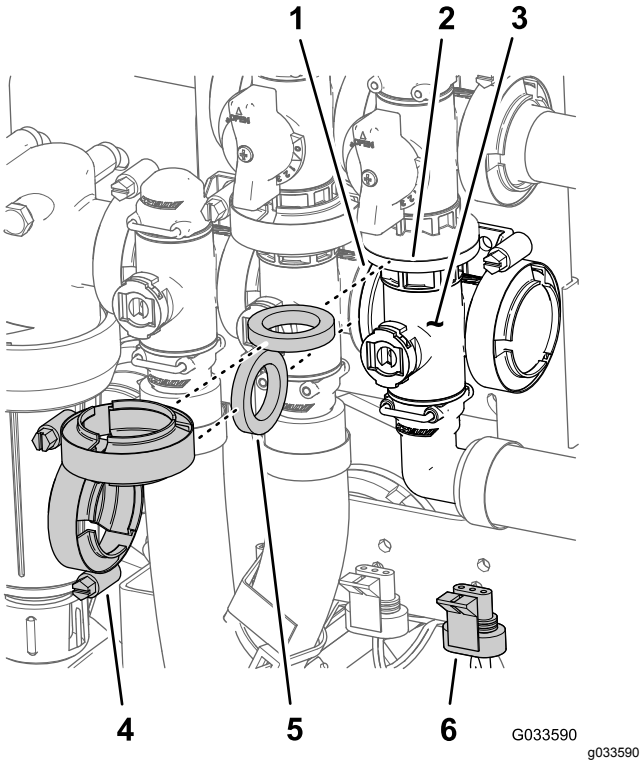

Figuur 126
1. Lijn de flens van de verdeler van de hoofdklep van de spuitboom uit met een pakking en de flens van de omloopklep van de spuitboomhoofdschakelaar (Figuur 126).
2. Monteer de verdeler van de hoofdklep van de spuitboom, de pakking en de omloopklep van de spuitboomhoofdschakelaar met een handvast aangedraaide flensklem (Figuur 126).
3. Lijn de flens van de verdeler van de hoofdklep van de spuitboom uit met een pakking en de mengklepverdeler (Figuur 126).
4. Monteer de verdeler voor de hoofdklep van de spuitboom, de pakking en de mengklepverdeler met een flensklem en draai handmatig vast (Figuur 126).
7. Monteer de mengklep aan de klepbevestiging met de flenskopbout en flensborgmoer (Figuur 126) die u hebt verwijderd in stap 3 van De verdeler voor de hoofdklep van de spuitboom verwijderen (bladz. 84) en draai de moer en bout aan met 10-12 N·m.